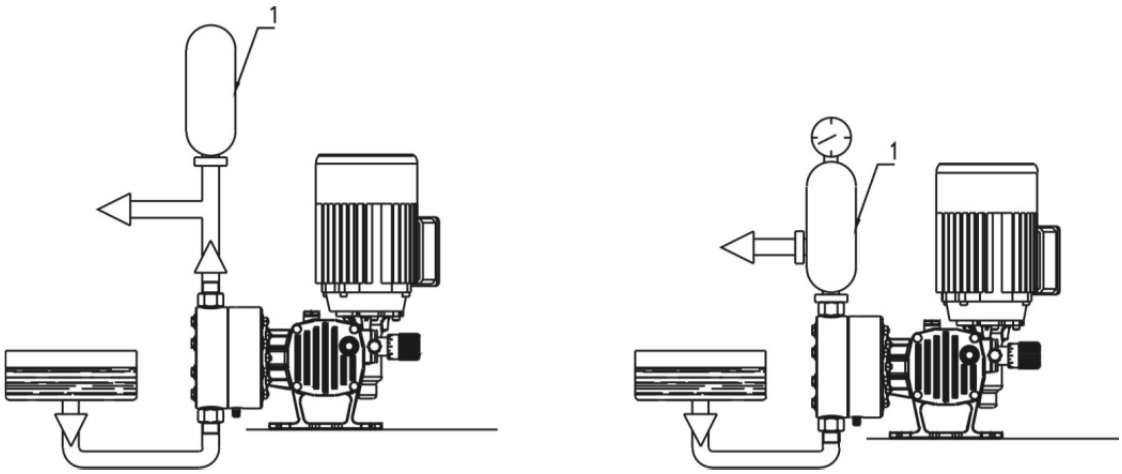

Рис.5 – расположение гасителя (демпфера) пульсаций
5.3.3. ГАСИТЕЛЬ ПУЛЬСАЦИЙ (п. 1 – рис. 5)